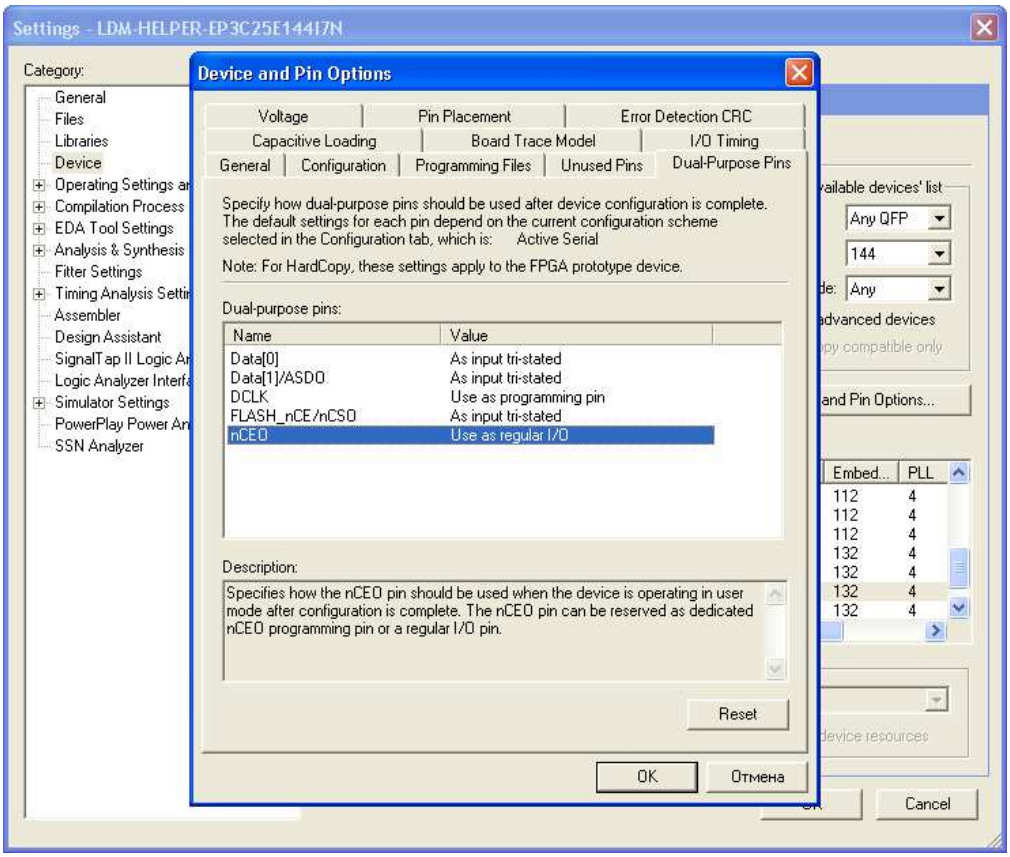

Рисунок 3. Пример настройки вывода ПЛИС nCEO (101) со значением «Use of regular I/O»
Сигнал SPI_ADDR0 подключен к выводу nCEO (101) ПЛИС. Для правильной работы в Quartus нужно настроить этот вывод со значением «Use of regular I/O» (Рисунок 3)